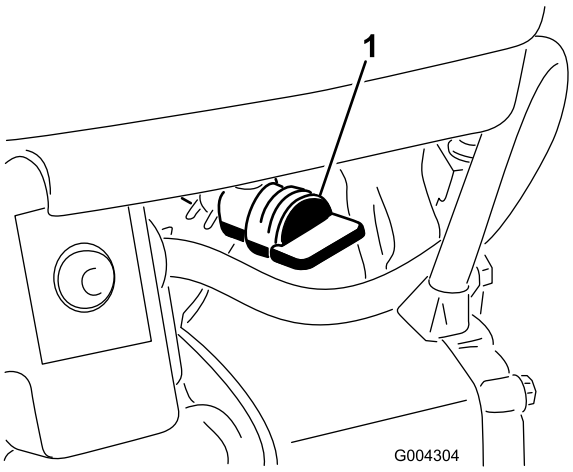

Figur 20
4. Öppna bränslekranen under bränsletanken (Figur 20).
5. Stäng bränslekranen (Figur 20).